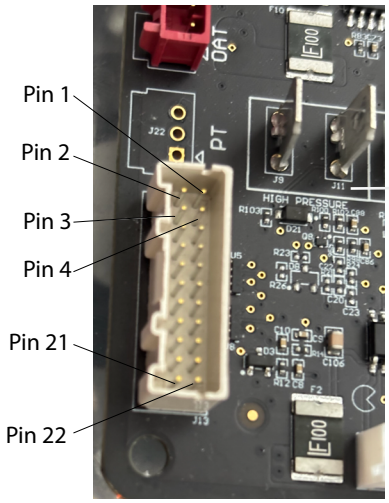

Figure 402.1 Check Communication cable)
5. Communication to Relay PCB. See Figure 402.1.